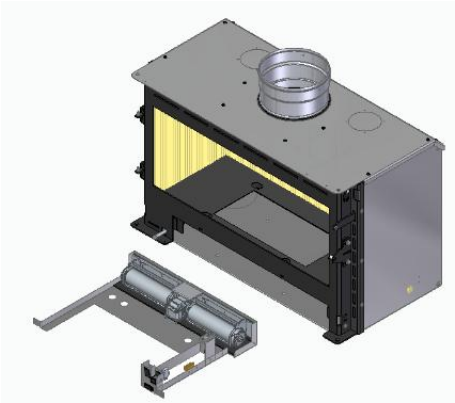

Figura 46 – Remoção do kit de ventilação
d. Depois destas peças todas retiradas, o kit de ventilação já se pode ser retirado do equipamento, ver Figura 46. Para voltar a montar, terá que proceder ao processo inverso de montagem.